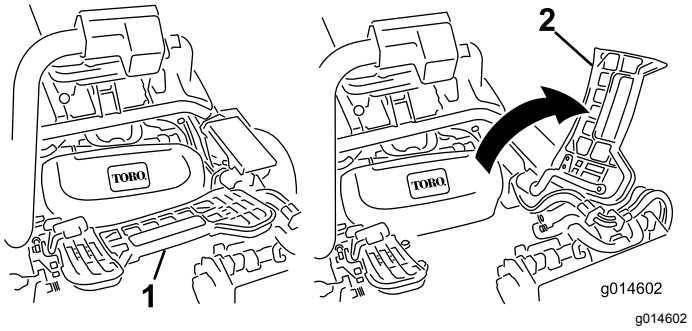

Rysunek 11
7. W przypadku montażu centralnego zespołu tnącego unieś podnóżek i odchyl go, udostępniając miejsce, w którym centralny zespół tnący ma zostać zamontowany (Rysunek 11).